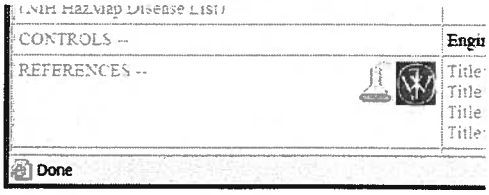

Figure 7: Detail of Toxic substance page, references section
- References. There are two icons in the References row. Clicking on the *Flask* icon (; Figure 7) opens the National Institutes of Health Haz-Map page for the toxic substance. This site contains expanded information about the selected substance and also contains links to other useful databases. Haz-Map is an occupational toxicology database developed by the National Institutes of Health that links toxic substances to occupational diseases. Haz-Map is the only source used by SEM to identify occupational diseases for claims adjudication. Haz-Map uses information from textbooks, journal articles, and electronic databases (Hazardous Substances Data Bank, Agency for Toxic Substances and Disease Registry Toxicological Profiles, ACGIH Documentation of Threshold Limit Values, NIOSH Technical Information Center, and others) as the source of its information on 1237 chemical and biological agents. **Note**: Some toxic substances in SEM are not covered by Haz-Map. In such cases, there will be no *Flask* icon () displayed on the chemical profile page.
Clicking the *Wiley* icon (; Figure 7) symbol opens the Wiley Interscience *SAX's Dangerous Properties of Industrial Materials* page for the substance. This is a restricted site for which DOL pays a flat subscription fee to access. The site provides additional information on the substance including its hazard rating, entry name, CAS number, DOT number, molecular formula, line structural formula, a description of the material and physical properties of the chemical, synonyms, and toxicology data with references for reports of primary skin and eye irritation, mutation, reproductive, carcinogenic, and acute toxic dose data. It is important for the Claims Examiner to note that SAX's health effects information is not used by the EEOICPA for identifying a cause-effect relationship between a toxic substance and an occupational disease. However, a Claims Examiner may find the supplemental information provided by SAX helpful to fully understanding a toxic substance. **Note:** Some toxic substances in SEM are not covered by SAX. In such cases, there will be no Wiley icon () displayed on the chemical profile page.